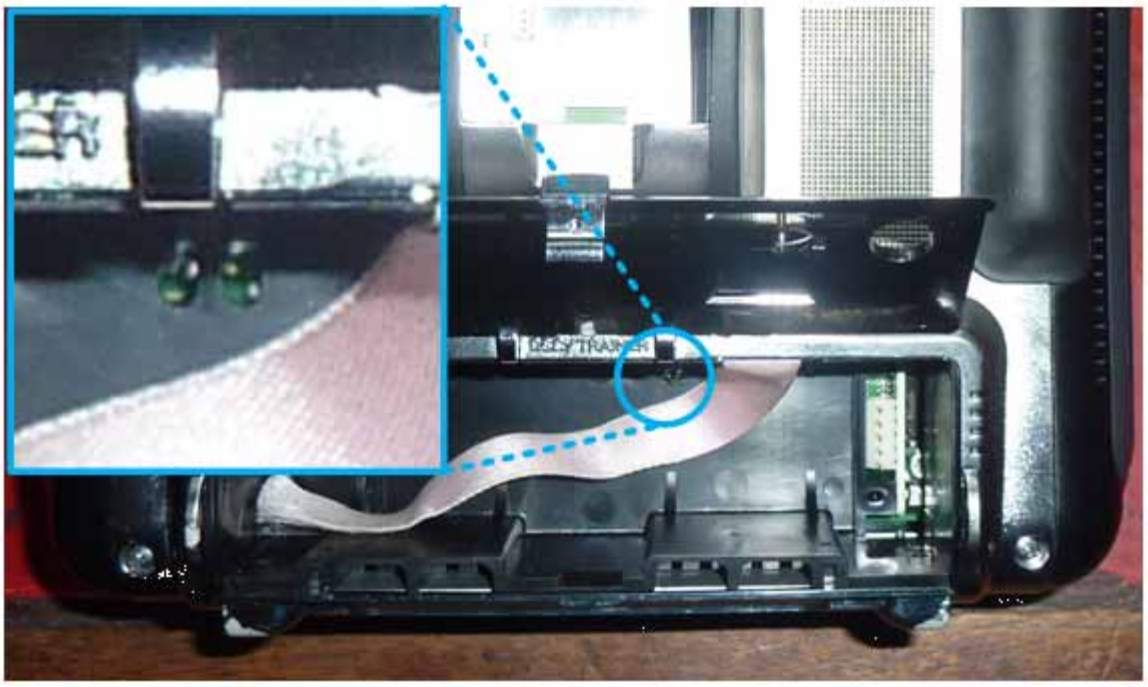

Figure 33 Access holes for hard resetting a 9Z
2. Open the now empty battery compartment and locate the two access holes shown in Figure 33.